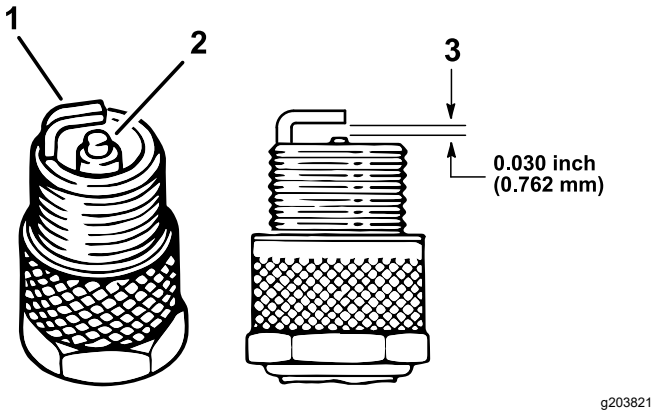

Figur 38
4. Kontrollera att inte sidoelektroden, mittelektroden och mittelektrodsisolatorn är skadade (Figur 38).
5. Kontrollera att luftgapet mellan mitt- och sidoelektroderna är 0,762 mm. Se Figur 38.